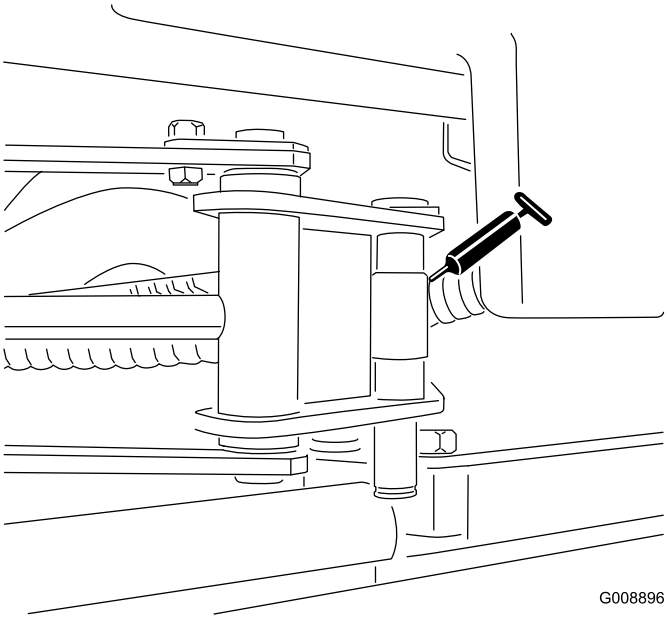

Figur 38
- Sidespolecylinderenderne (2) (Figur 38)